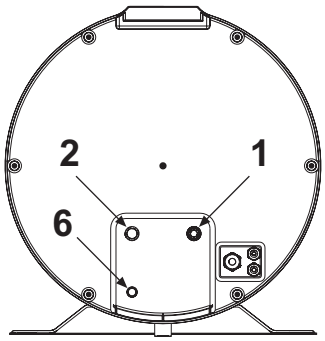

Abb. 55
- Schließen Sie die Kaltwasserzulaufleitung und die Ablaufleitung an die entsprechenden Anschlussstellen an (Abb. 55).